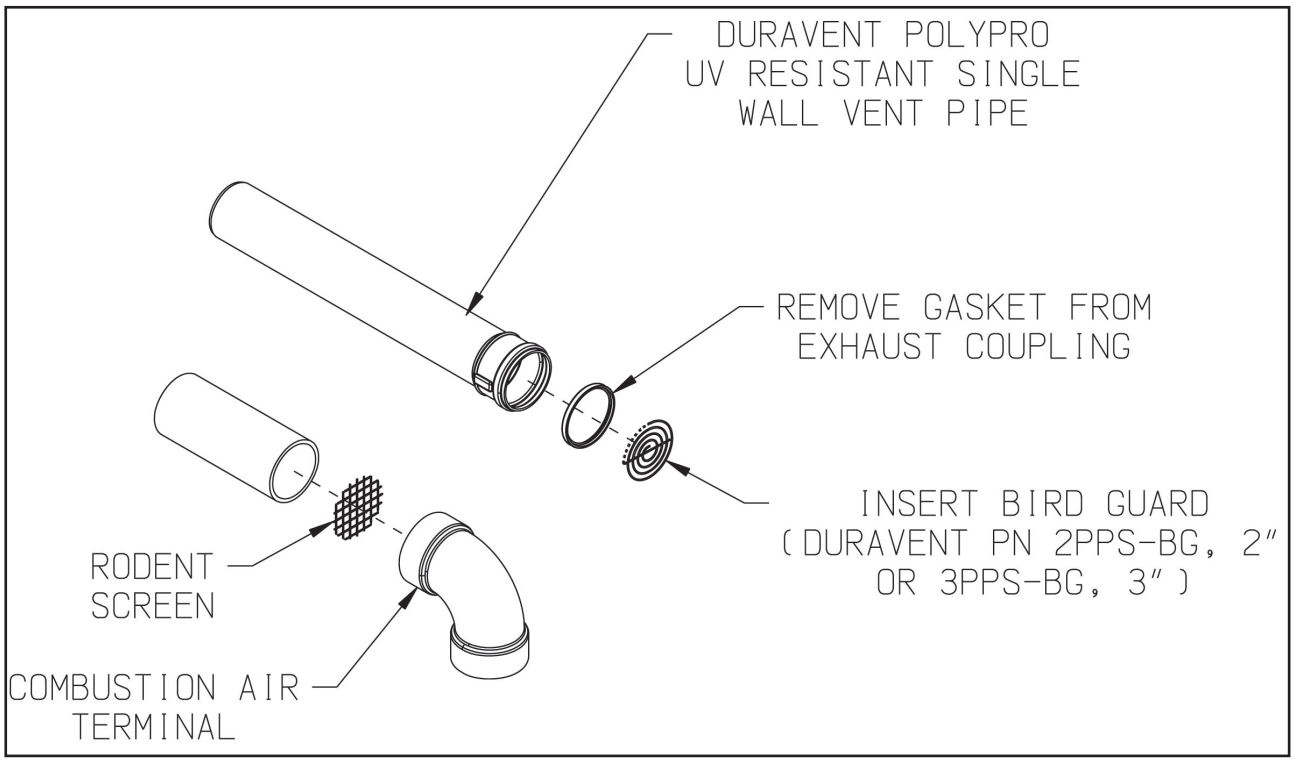

Figure 7.36: Installation of Duravent PolyPro UV Resistant Single Wall Horizontal Terminal
a. See Figure 7.36 for proper orientation of twin pipe horizontal terminals. Outer edge of exhaust coupling must be 10” or less from the wall surface. (Figure 7.9)